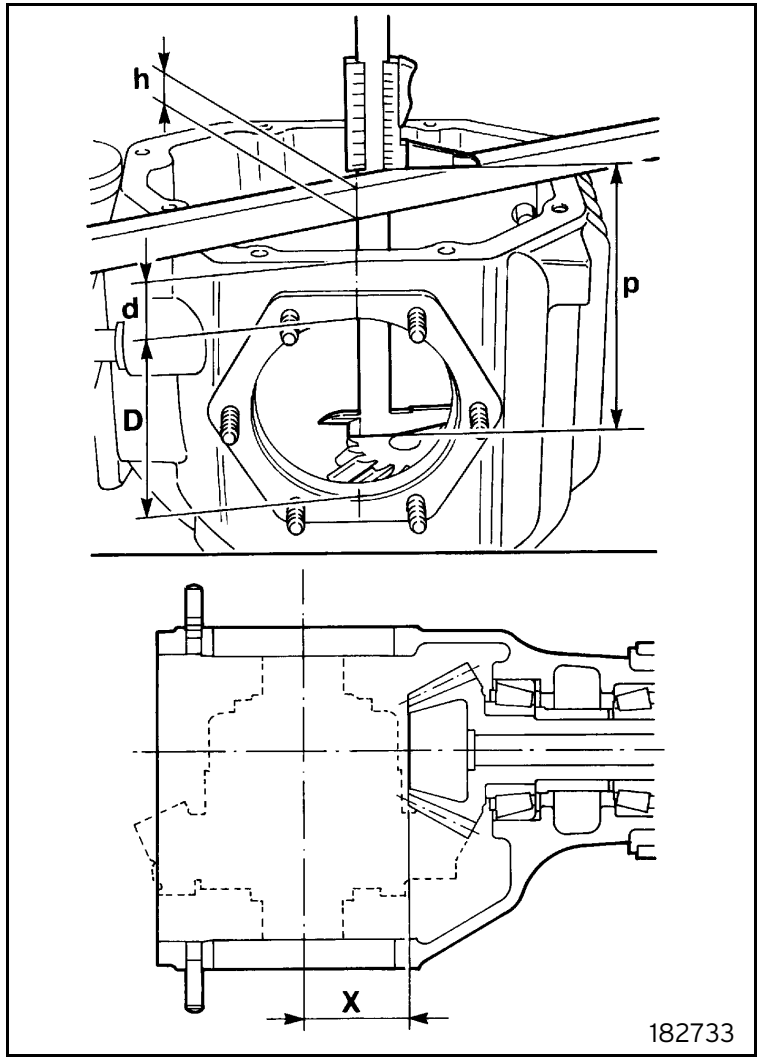

Fig. 33
- Check the correct value of dimension X as follows (figure 33):